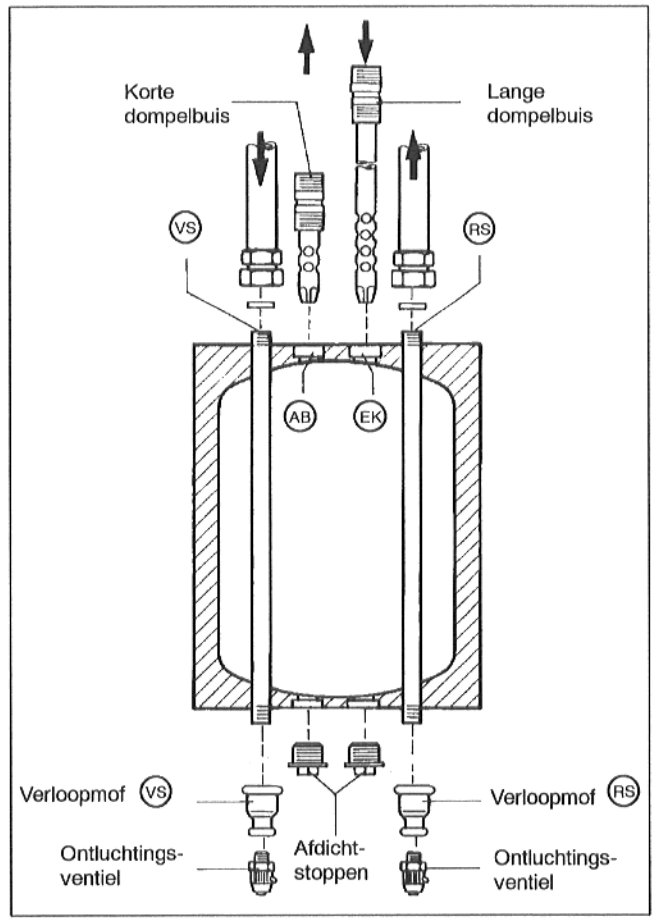
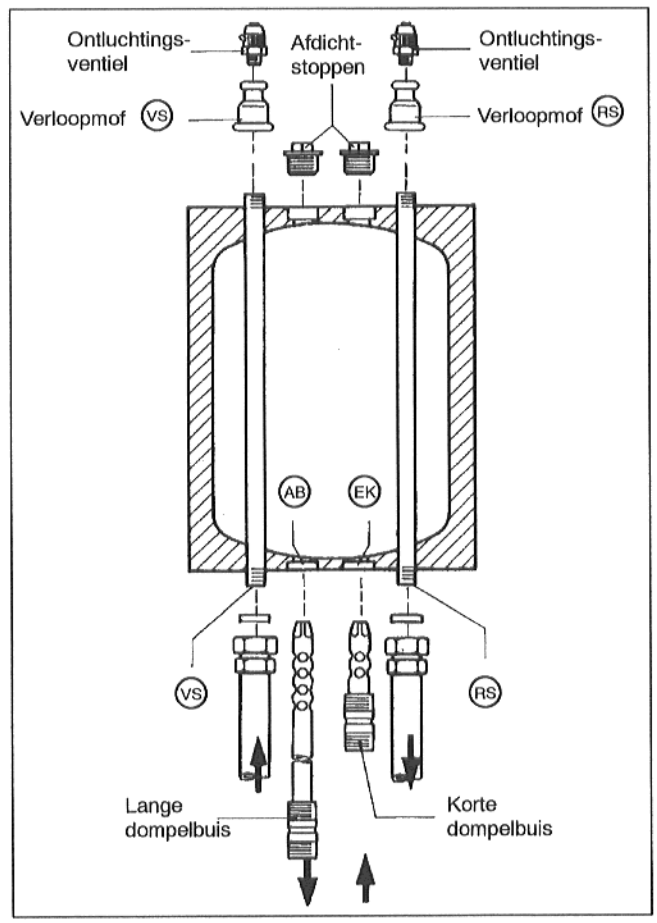

Afb. 5
Afb. 6
Afhankelijk van de aansluitzijde moeten de aansluitonderdelen overeenkomstig Afb. 5 resp. Afb. 6 worden gemonteerd.
- Lange dompelbuis van **bovenaf** in (EK) afdichten (Afb. 5).
- Korte dompelbuis van **bovenaf** in (AB) afdichten (Afb. 5).
- Verloopmoffen en ontluchtingsventielen van onderaf in (VS) en (RS) afdichten.
- Afdichtstoppen van onderaf in (AB) en (EK) afdichten (Afb. 5).
- Lange dompelbuis van **onderaf** in (AB) afdichten (Afb. 6).
- Korte dompelbuis van **onderaf** in (EK) afdichten (Afb. 6).
- Verloopmoffen en ontluchtingsventielen van bovenaf in (VS) en (RS) afdichten.
- Afdichtstoppen van bovenaf in (AB) en (EK) afdichten (Afb. 6).
- Koudwatertoevoer sluiten, boiler aftappen door middel van het losdraaien van de leidingaansluiting, resp. de afdichtstop EK/EL (Afb. 5 en Afb. 6).